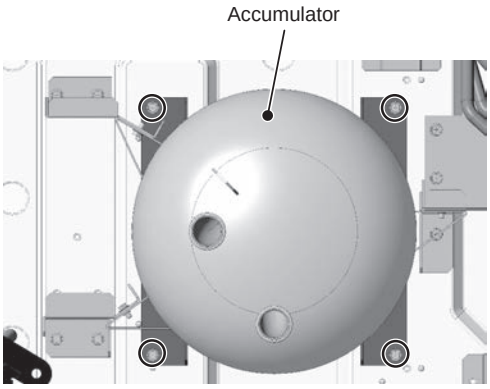

Figure 8
(8) Unscrew the four screws from the base legs of the accumulator. (See Figure 8.)